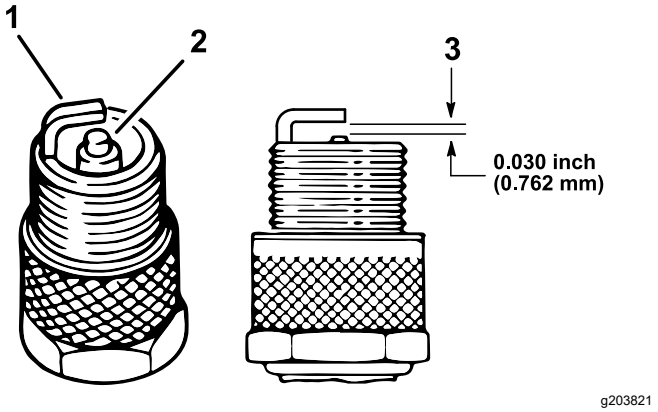

Figuur 38
4. Controleer de staat van de massa-elektrode, de centrale elektrode en de isolator van de centrale elektrode op beschadigingen (Figuur 38).
5. Zorg ervoor dat de elektrodenafstand tussen de centrale elektrode en de massa-elektrode 0,762 mm bedraagt; zie Figuur 38.